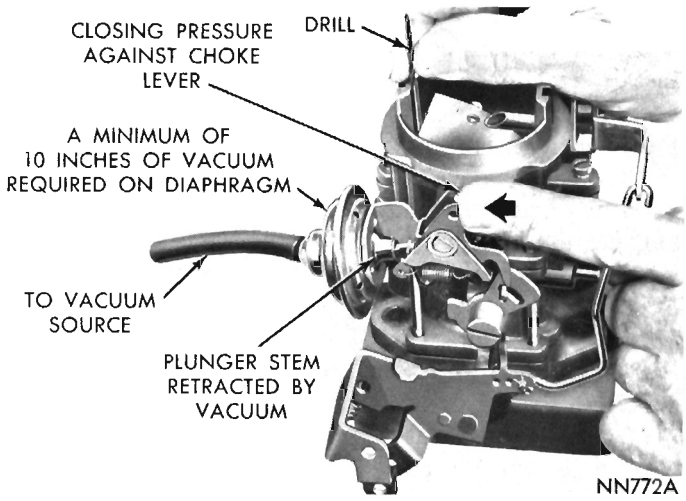

Fig. 15—Vacuum Kick Adjustment
(1) If adjustment is to be made with engine running, back off fast idle speed screw until choke can be closed to the kick position with engine at curb idle. (Note number of screw turns required so that fast idle can be returned to original adjustment). If an auxiliary vacuum source is to be used, open throttle valve (engine not running) and move choke to closed position. Release throttle first, then release choke.
(2) When using an auxiliary vacuum source, disconnect vacuum hose from carburetor and connect it to hose from vacuum supply with a small length of tube to act as a fitting. Removal of hose from diaphragm may require forces which damage the system. Apply a vacuum of 10 or more inches of mercury.
(3) Insert specified drill (refer to Specifications) between choke valve and wall of air horn (Fig. 15). Apply sufficient closing pressure on lever to which choke rod attaches to provide a minimum choke valve opening without distortion of diaphragm link. Note that the cylindrical stem of diaphragm will extend as